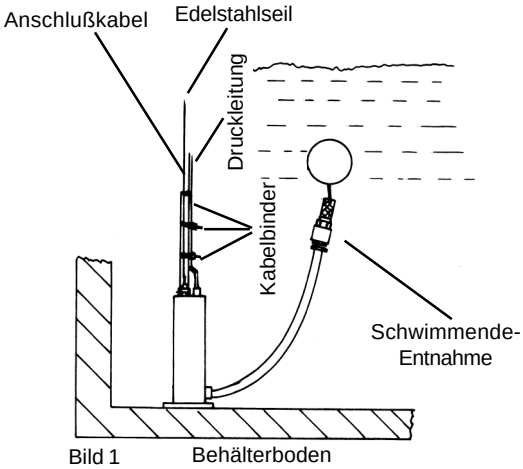

Bild 1
- Das 1“ Außengewinde der vormontierten Schwimmenden-Entnahme dicht und fest in die Messing-Reduzierung der Combipress einschrauben, siehe Seite 6 Bild 1.
- Um eine Beschädigung des Netzkabels zu vermeiden, ist dieses mit den Kabelbindern im regelmäßigen Abstand von ca. 50 cm an der Druckleitung oder dem Edelstahlseil zu befestigen, siehe Bild 1.